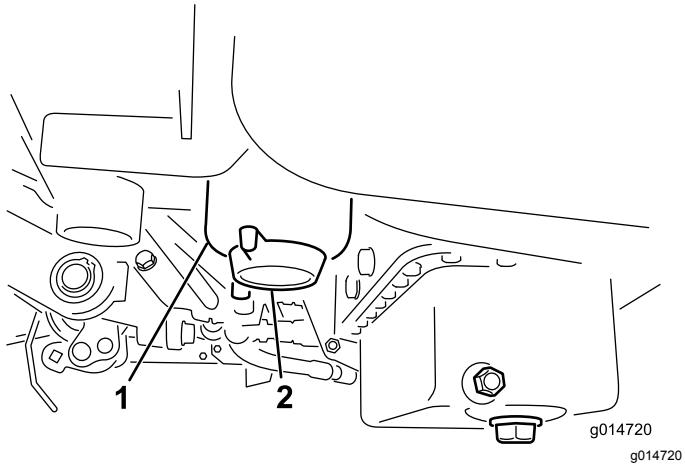

Figur 42
2. Rengör området där filterskålen ska monteras (Figur 42).
4. Öppna filtrets avtappningsplugg (Figur 42).